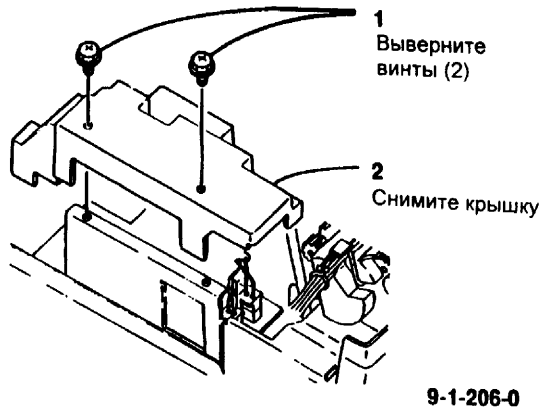

Рис. 1 Снятие крышки драйверной PWB переменного тока
4. (Рис. 1) Снимите крышку драйверной PWB переменного тока.